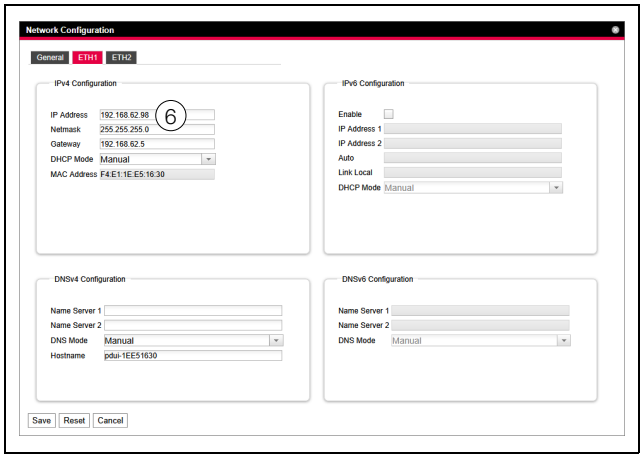

Abb. 38: Anpassen der TCP/IP-Einstellungen
- Ändern Sie im Fenster **TCP/IP Configuration** im Gruppenrahmen **IPv4 Configuration** die IP-Adresse des Geräts auf eine im Netzwerk erlaubte Adresse ab (Abb. 38, Pos. 6).